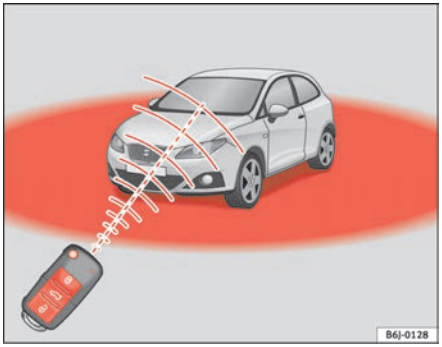

Fig. 43 Range of the remote control:
Also, the battery indicator on the key ⇒ fig. 43, will flash.
- The remote control key functions only when you are in its range ⇒ page 77, fig. 43.